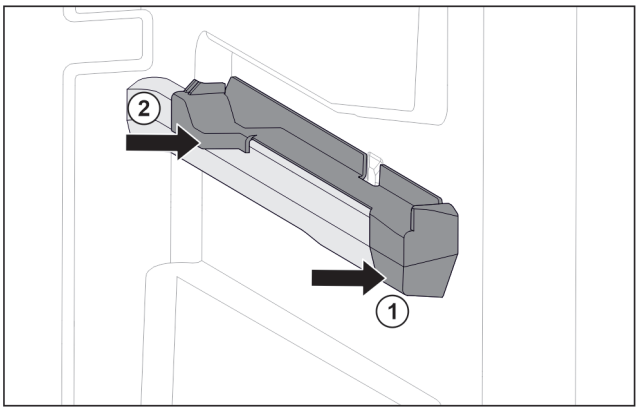

Fig. 154 Piesă de fixare pe nervura din dreapta a recipientului
- ▶ Așezați piesa de fixare în față pe nervura recipientului. *Fig. 154 (1)*
- ▶ Apăsați piesa de fixare spre spate. *Fig. 154 (2)*